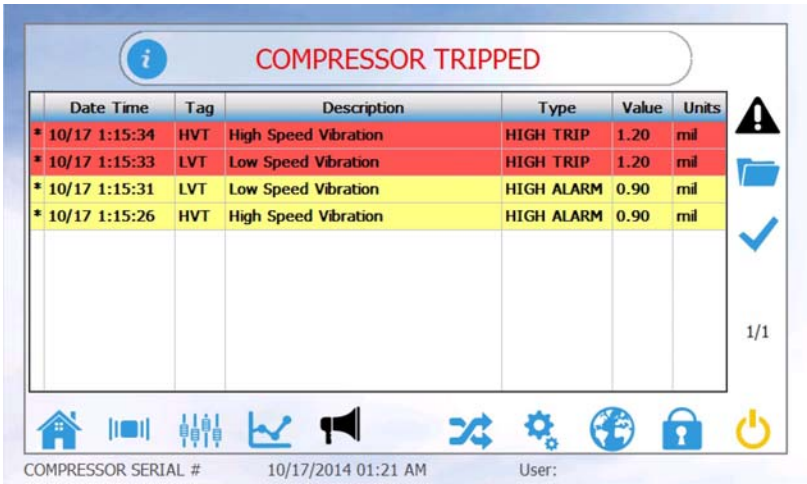

FIGURE 3-15
1. To access the alarm/trip screen, press the (Alarms/Trip) icon from the bottom of the screen. All of the current alarms and trips are listed in chronological order. Figure 3-15 shows the Active alarms and trip screen.